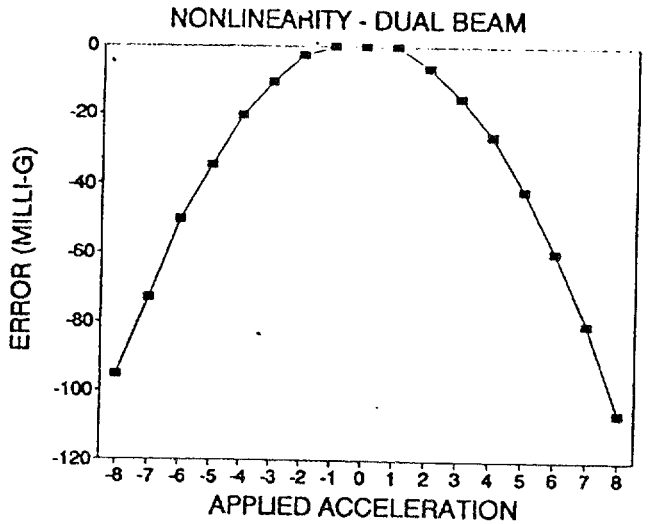

Fig. 3: Nonlinearity of 2g Dual-Beam Accelerometers
In Fig. 3 we show centrifuge data for the same device. The nonlinearity of the device follows a quadratic function with a second order coefficient of about 1.4 mg/g². Eqn. (7) would predict that the minimum vibration rectification we would expect for such a device would be 0.7 mg/g². Thus within our experimental error, the level of vibration rectification observed is primarily due to scaling nonlinearity. Additional testing on a number of devices showed this to be the case in general.